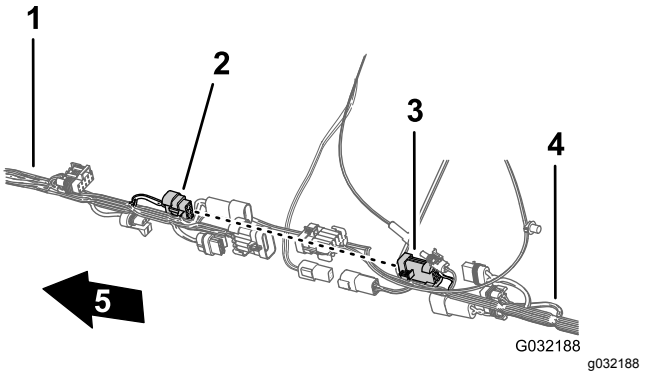

Figuur 116
3. Sluit de stekker met 8 pinnen van de voorste kabelboom voor de verbinding van de spuitmachinekabelboom aan op de connector met 8 contacten van de achterste kabelboom voor de dosisschakelaar (Figuur 116).